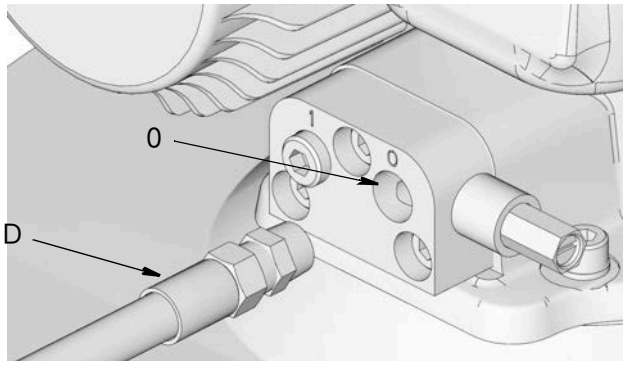

图 64: 润滑剂输出接头
3. 断开定时器 / 控制器 (F) (用户提供，若使用)。
4. 断开高压润滑剂供应管路 (D) 与排气阀或歧管的润滑剂输出接头 (0) 的连接 (图 64)。